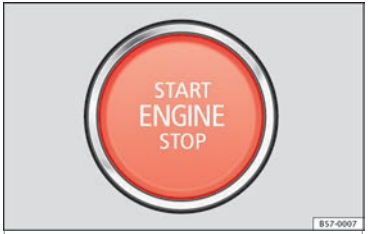

Fig. 166 In the lower part of the centre console: starter button.
3.	Briefly press the starter button »» Fig. 166 without pressing the accelerator. For the engine to start there must be a valid key in the vehicle. After starting the engine, the light of the START ENGINE STOP button changes to a fixed light indicating that the engine has started.
5.	Briefly press the start-up button ››› Fig. 166. The START ENGINE STOP button blinks again. If the engine fails to switch off, perform an emergency disconnect ››› page 171.